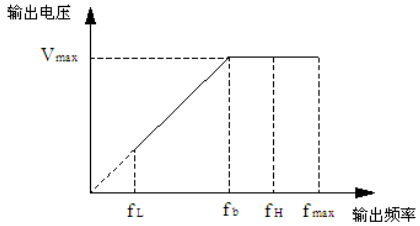

图P0-1　电压与频率示意图
最大输出频率是变频器允许输出的最高频率，是加减速时间设定的基准，如下图所示的fmax；基本运行频率是变频器输出最高电压时对应的最小频率，一般是电机的额定频率，如下图所示的fb；最大输出电压Vmax是变频器输出基本运行频率时，对应的输出电压，一般是电机的额定电压；如下图所示的Vmax；fH、fL分别定义为上限频率和下限频率，如图P0-1所示：
4.最大输出频率、上限频率、下限频率的关系如上图P0-1所示，设置时请注意大小顺序。